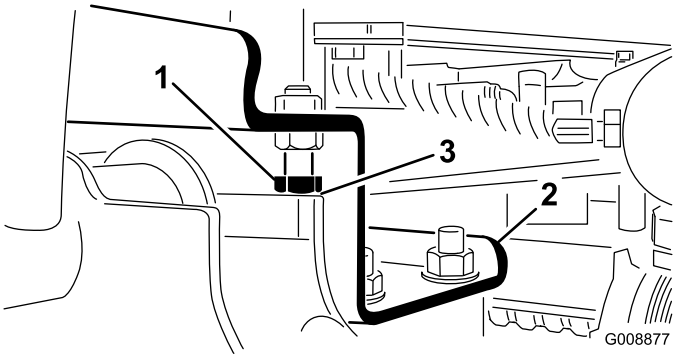

Figur 26
A. Flytta stoppbultarna bakåt och justera cylindrarna för rätt spel (Figur 26).
2. Kontrollera att spelet mellan varje lyftarm och stoppbult är 0,13–1,02 mm (Figur 26).